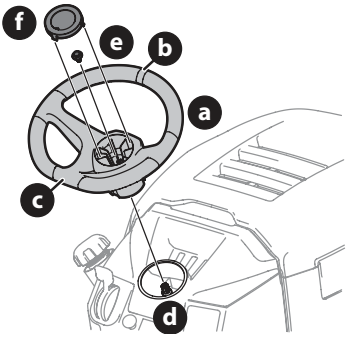

Fig. 14
1. Placez les roues de l'appareil de sorte qu'elles pointent vers l'avant, puis placez le volant de direction (a) sur l'arbre de direction (d) en vous assurant que la ligne au milieu (b) du volant (a) pointe vers l'avant et que la partie plate du volant (c) soit face vers le siège (Fig. 14).
2. Fixez le volant de direction (a) avec le boulon hexagonal (e) qui se trouve sous le capuchon (f). Serrez le boulon à un couple de 24-30 N m (18 à 22 pi-lb) (Fig. 14).
3. Placez le couvercle du volant de direction (f) au centre du volant de direction (a) et poussez-le jusqu'à ce qu'il s'enclenche (Fig. 14).
NOTE : Un enduit frein est appliqué sur le boulon (e) qui fixe le volant de direction (a). Si vous retirez le boulon, il est recommandé d'appliquer de l'enduit frein ou de remplacer le boulon (e) (Fig. 14).